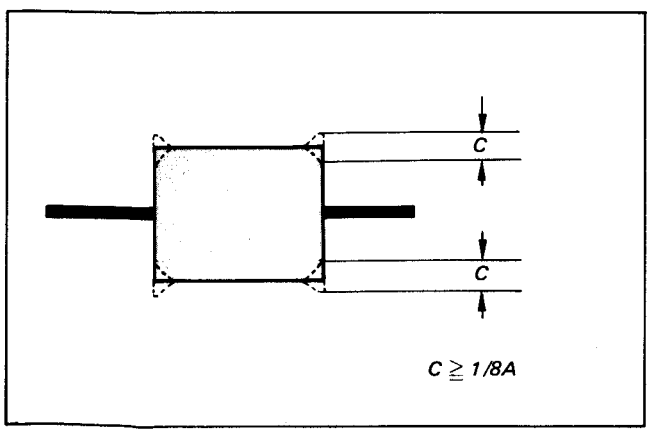

Fig. 2-66
3) Confirm that the waveform has no variations (See Fig. 2-66).